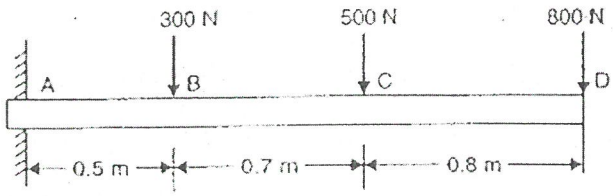

Fig. 3b
b. A cantilever beam carrying the point loads is shown in the figure 3b. Construct the shear force and bending moment diagram for the given beam **06**